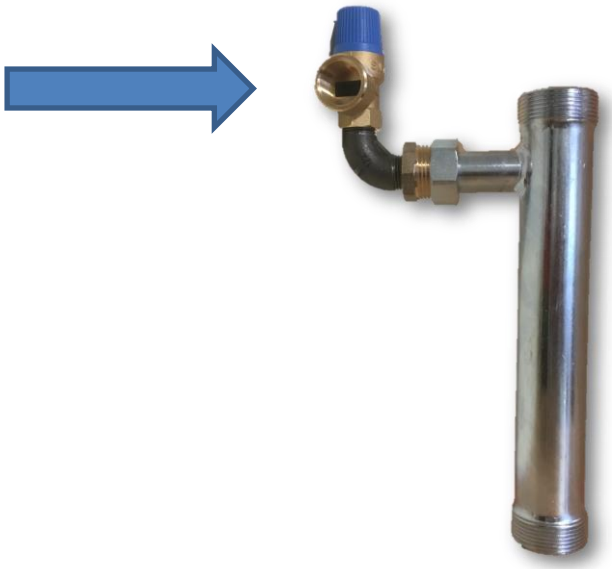

Abb.3
2. Der Auslass des Heizkreissicherheitsventils ist hinter das BHKW, in einen geeigneten Ablauf, abzuführen. Siehe Abb.3